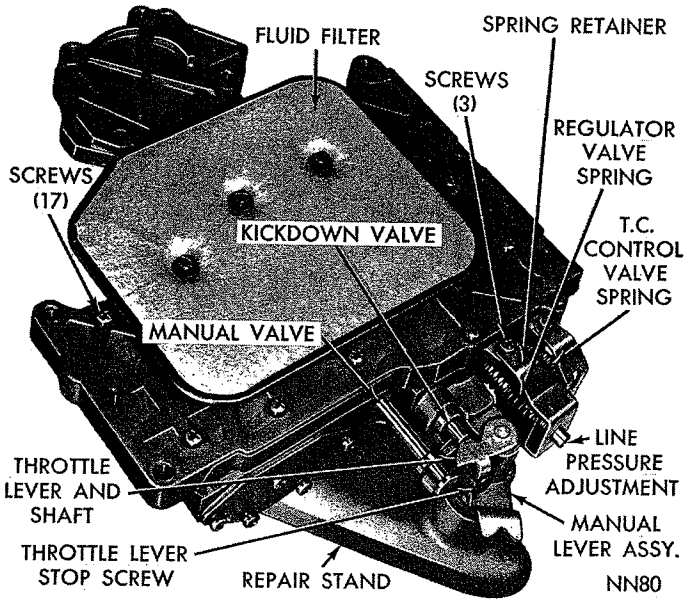

*Fig. 61—Valve Body and Control Assembly*
(1) Place valve body assembly on repair stand, Tool C-3749, (Fig. 61). Remove three screws from fluid filter and lift off the filter.
(2) While holding spring retainer firmly against the spring force, remove the three bracket retaining screws (Fig. 61).
(3) Remove spring retainer, torque converter control valve spring, and regulator valve spring with line pressure adjusting screw assembly. **Do not alter setting of line pressure adjusting screw and nut. The nut has an interference thread and does not turn easily on the screw.**
(4) Slide regulator valve out of valve body. Slide torque converter control valve out of valve body.
(14) Position torque converter valve spring and regulator valve spring over ends of their respective valves. Place line pressure adjusting screw assembly on end of regulator valve spring with long dimension of nut at right angles to valve body (Fig. 61).
(15) Install spring retainer, making sure converter valve spring is engaged on the tang and position squarely in retainer. Tighten the three retaining screws to 28 inch-pounds (Fig. 61).
(16) Install oil filter and tighten the three retaining screws to 28 inch-pounds.
(17) Attach parking lock control rod to manual lever and secure with E-clip.